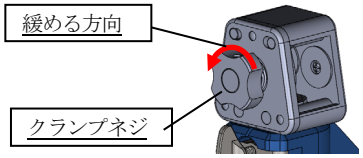

図10
・①Ⅱ－4 コンパクトヘッドホルダーⅡのクランプネジを緩める場合、操作に抵抗を感じた時点で操作を止めてください(図10)。クランプネジには部品が外れないよう加工が施されていますが、クランプネジを緩めすぎるとねじ部の固着による操作不良や、加工部の破壊による部品脱落の恐れがあります。